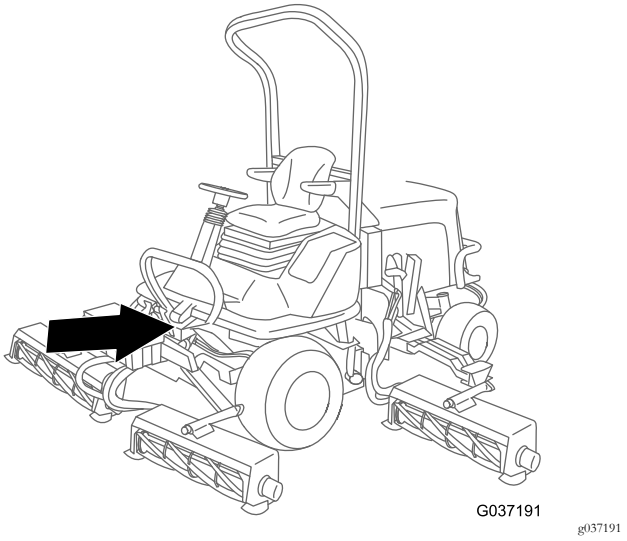

Figure 21
3. Route the branch of the harness with the ring terminal to the horn at the front of the machine, below the seat platform (Figure 21).